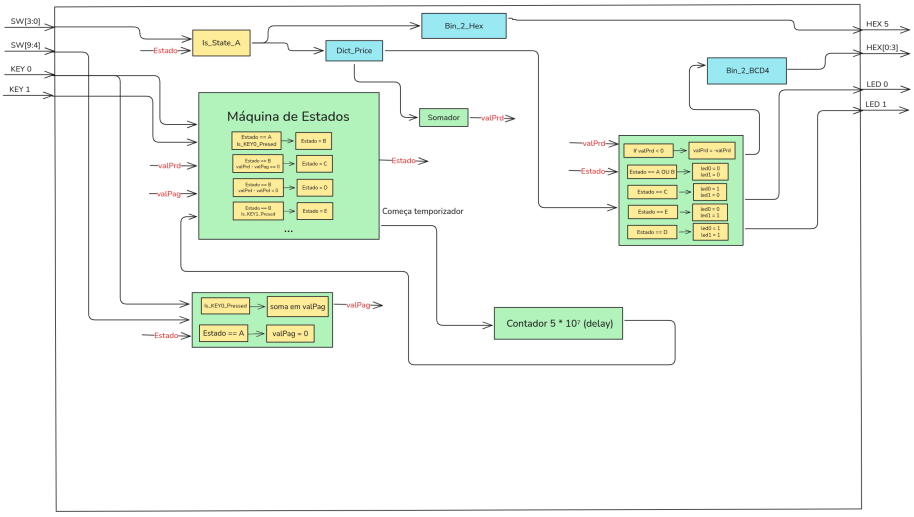
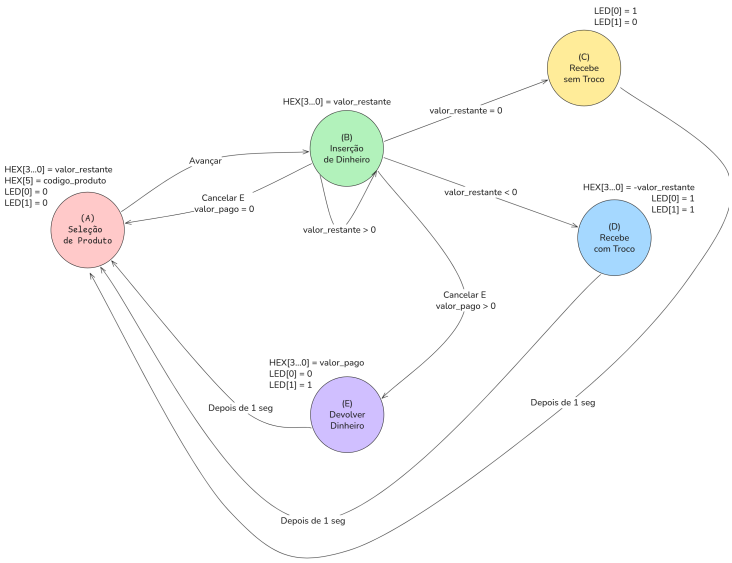

Figura 1: Diagrama de Blocos usado no planejamento do sistema.
Figura 2: Diagrama de Estados usado no planejamento do sistema.
Conforme pedido, foram feitos dois diagramas na etapa inicial, o diagrama de blocos, visto na Figura 1, que representa um esquema de como pensamos em organizar o sistema; e o diagrama de estados, na Figura 2, que mostra como imaginamos o comportamento do sistema dado certas entradas e suas saídas.
- *states*: módulo da máquina de estados, recebe o valor do produto, valor pago e as entradas dos botões e decide o próximo estado baseado nas condições atuais, conforme a Figura 2.